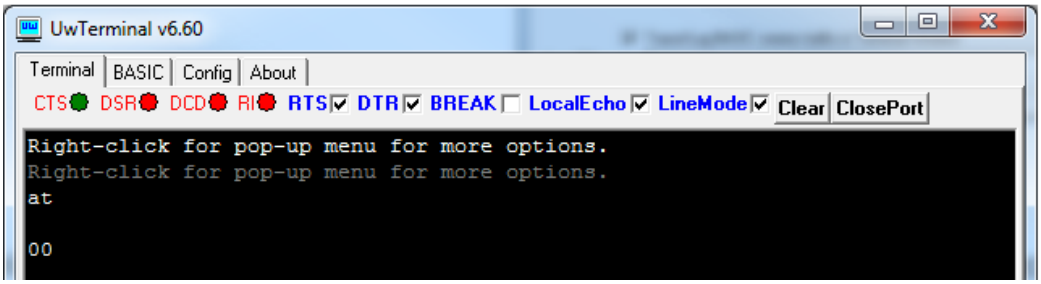

Figure 4: Comms OK
6. Confirm that you can communicate with the development board by typing *at* and press enter. The module responds with 00 (Figure 4).